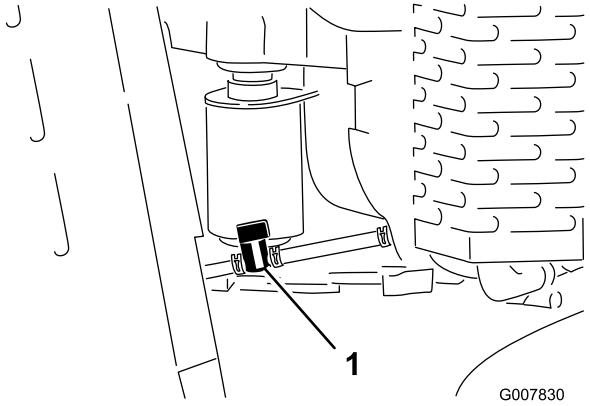

**Rysunek 40**
4. Ustaw zawór odcinający paliwo w położeniu zamkniętym (Rysunek 40).
5. Zaciśnij końcówki obejmy przewodu z boku silnika, tam gdzie znajduje się zawór odcinający, i przesuń ją w górę przewodu paliwowego z dala od zaworu (Rysunek 40).
6. Zsuń przewód paliwowy z zaworu (Rysunek 40).
3. Ustaw zawór odcinający paliwo w położeniu zamkniętym (Rysunek 40).
7. Ustaw zawór odcinający paliwo w położeniu otwartym (Rysunek 40).